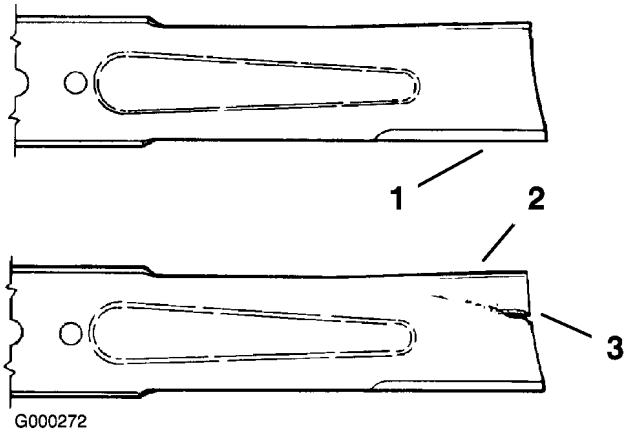

Figur 71
1. Kontrollera eggarna (Figur 71).
2. Kontrollera knivarna, speciellt den böjda delen (Figur 71).
Montera omedelbart en ny kniv om du upptäcker skador, slitage eller spårbildning i detta område (Figur 71).